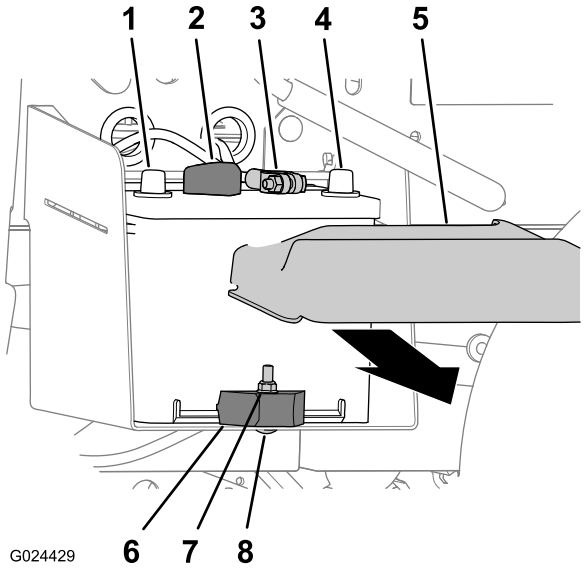

Figur 56
1. Klem på sidene av batteridekslet, og fjern dekslet fra toppen av batteriet (Figur 56).
2. Koble polen for den negative (svarte) batterikabelen fra batteriet (Figur 56).
3. Koble den positive (røde) kabelen fra batteripolen (Figur 56).
2. Fjern låsemutteren, låseskruen og batteriklemmen som fester batteriet til batteriholderen (Figur 56).
3. Fjern batteriet fra batteriholderen (Figur 56).
1. Still inn batteriet med batteriholderen i maskinen (Figur 56).
Merk: Pass på at de positive og negative polene til batteriet er stilt inn som vist i Figur 56.
2. Fest batteriet til batteriholderen med batteriklemmen, låseskruen og låsemutteren (Figur 56).
1. Koble den positive (røde) batterikabelen til batteripolen (Figur 56).
2. Koble polen for den negative (svarte) batterikabelen til batteripolen (Figur 56).
3. Sett på batteridekslet (Figur 56).